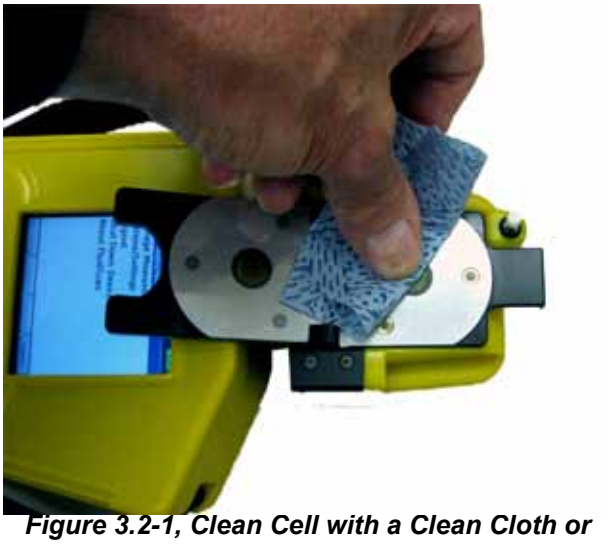

Figure 3.2-1, Clean Cell with a Clean Cloth or Gauze
9. Use one of the disposable non-abrasive cleaning pads supplied with the FluidScan® or a clean cloth or gauze to clean the cell, Figure 3.2-1. Normally a clean cloth or gauze is sufficient to clean a cell. However, after analyzing some very contaminated and degraded fluids, a few drops of the FluidScan® cleaning solution may be required to thoroughly clean the cell.